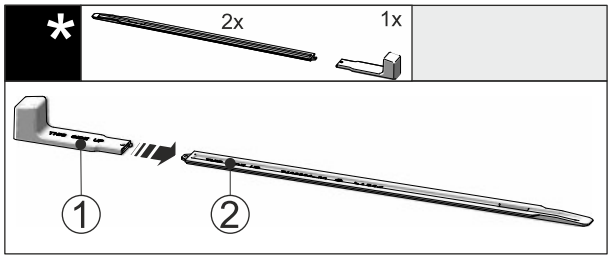

Fig. 47
▶ Atașați mânerul de montare *Fig. 47 (1)* la șina de nivelare *Fig. 47 (2)*.